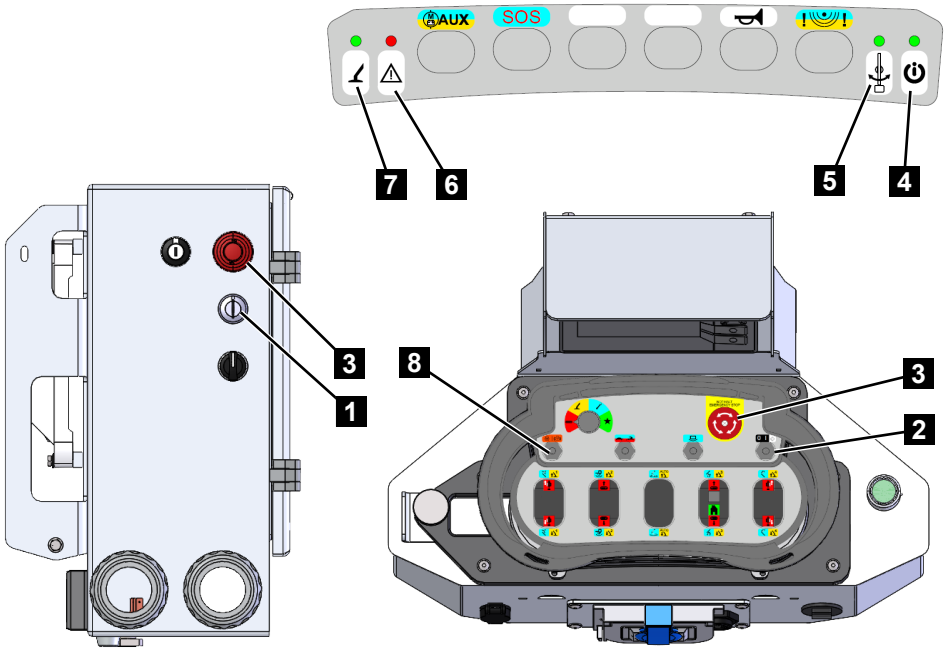

Fig. 53
2. Make sure that the emergency stop buttons on the control box and radio remote control (Fig.53/3) have not been pressed.
3. To switch on the machine control unit, turn the key switch on the control box (Fig.53/1) to the right.
4. To switch on the radio remote control, switch the switch (Fig.53/2) to |.
– The lamp (Fig.53/4) flashes. The lights (Fig.53/5, 6, 7) flash.
5. To pair the radio remote control, switch the switch (Fig.53/2) 1x to the right.
6. To switch off the radio remote control, push the toggle switch (Fig.53/2) to the left to the 0 position.
If the radio connection is interrupted, the radio remote control must be logged in to the receiver again by pressing the toggle switch (Fig.53/2) to the *[* Start *]* position.